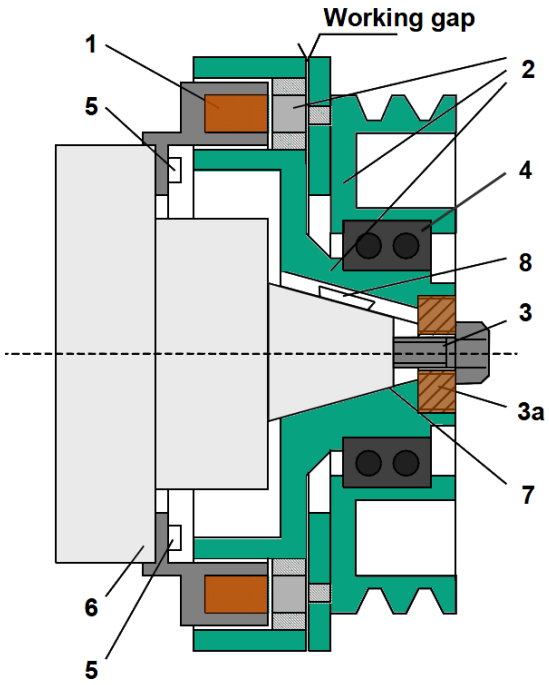

Figure 2: CLUTCH SECTION VIEW
2) While holding the hexagonal part of the rotor with a wrench, loosen and remove the M12 mounting screw (3, Figure 2).
3) Screw extractor tool #680888 in the straining washer (3a, Figure 2).
4) Pull off the rotor with the extractor tool. Due to the back pressure, the rotor detaches from the shaft end (7, Figure 2) of the compressor.
5) Loosen the coil M8 fastening screws (5, Figure 2) and pull the coil off the.
During cleaning or other work on the compressor, the clutch must be covered to prevent the penetration of greasy liquids, grease or dirt particles in the working gap (see figure 2) of the clutch. No high pressure cleaning.